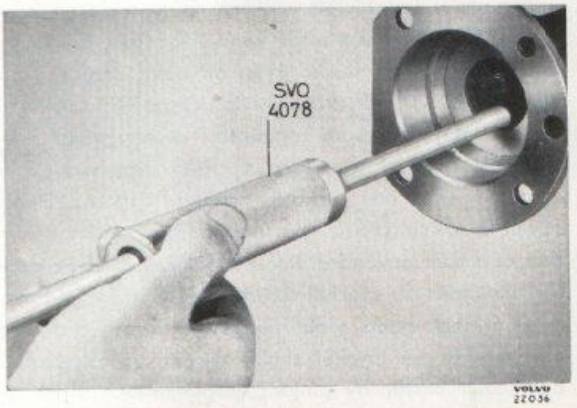

Bild 5-3. Demont. av tätningsring
3. Drag ut tätningsringen med hjälp av SVO 4078, bild 5-3.
4. Tag bort tätningsringarna (14) med hjälp av utdragare SVO 4078, se bild 5-3.